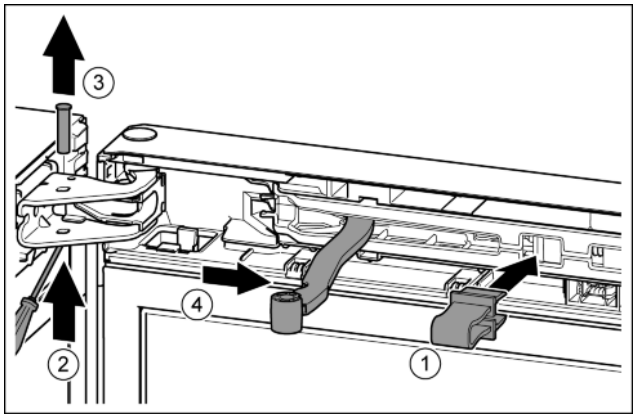

Fig. 9
▶ Зафиксировать предохранитель в отверстии. *Fig. 9 (1)*
▶ Выкрутить палец при помощи отвертки. *Fig. 9 (2)*
▶ Извлечь палец движением вверх. *Fig. 9 (3)*
▶ Повернуть шарнир в направлении двери. *Fig. 9 (4)*